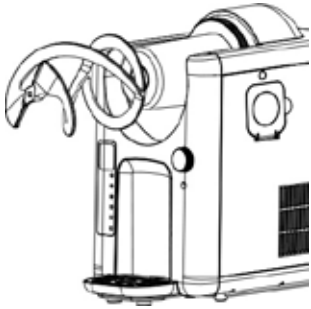

Fig. 9
17. Rimuovere il miscelatore (Fig. 9) e strofinare il corpo base per ripulirlo dai residui di liquido. Strofinare il cilindro di raffreddamento e la guarnizione con un panno pulito. Avvertenza importante: la guarnizione non può essere smontata.